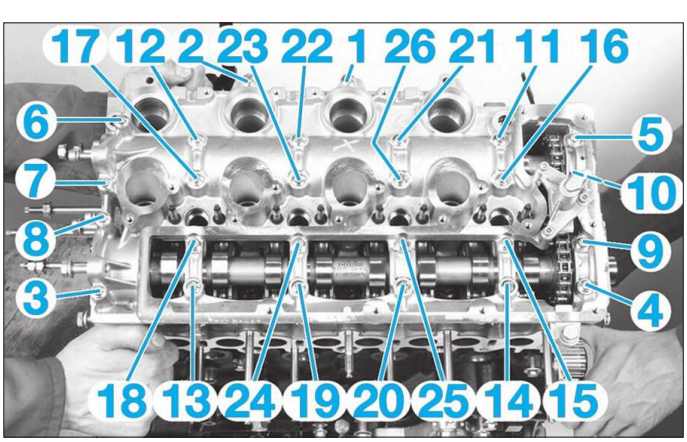

**Fig. 55**
- les vis de fixation du carter chapeau de palier d'arbre à cames dans l'ordre indiqué **(Fig.55)**,